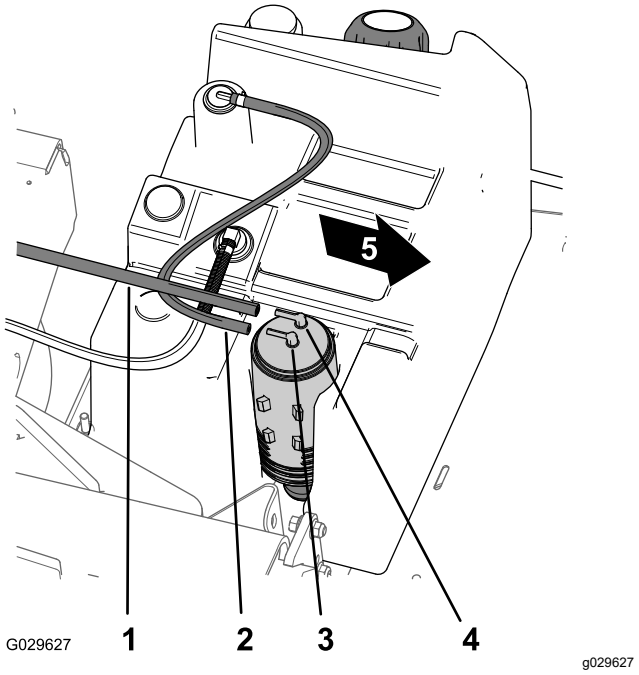

Figur 46
1. Fjern vakuumslangen fra fittingen på kulfilterbeholderen med betegnelsen Purge (Figur 46).
2. Fjern brændstoftankens slange fra fittingen på kulfilterbeholderen med betegnelsen Fuel Tank (Figur 46).
8. Monter vakuumslangen på fittingen på kulfilterbeholderen med betegnelsen Purge, og brændstoftankens slange på fittingen med betegnelsen Fuel Tank (Figur 46).